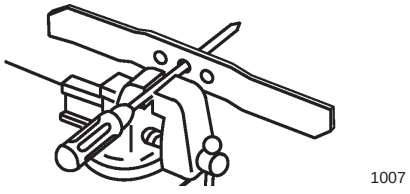

Abbildung 25
1. Die Balance des Schnittmessers überprüfen, indem das mittlere Loch des Messers über einen senkrecht in einem Schraubstock eingespannten Nagel oder Schraubendreherschaft gesteckt wird (Abb. 25).